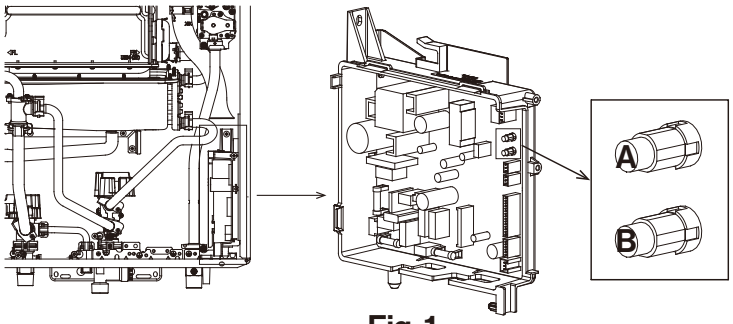

Fig. 1
3.Pulsar el botón "**A**" durante 1 segundo (Fig. 1).